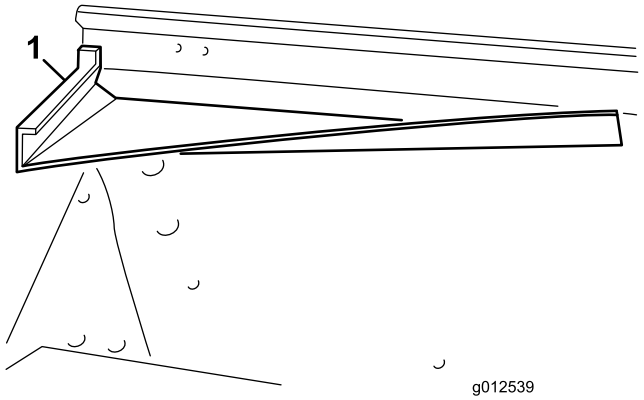
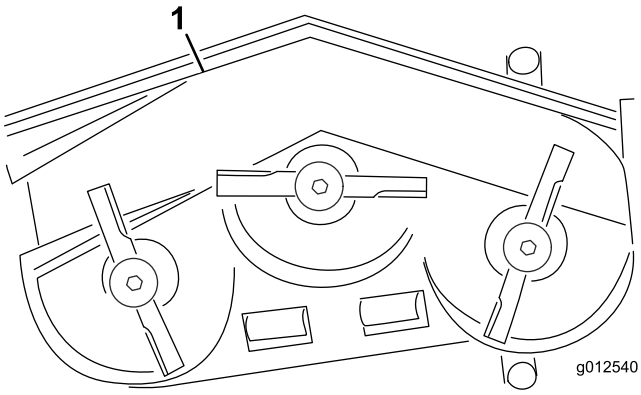
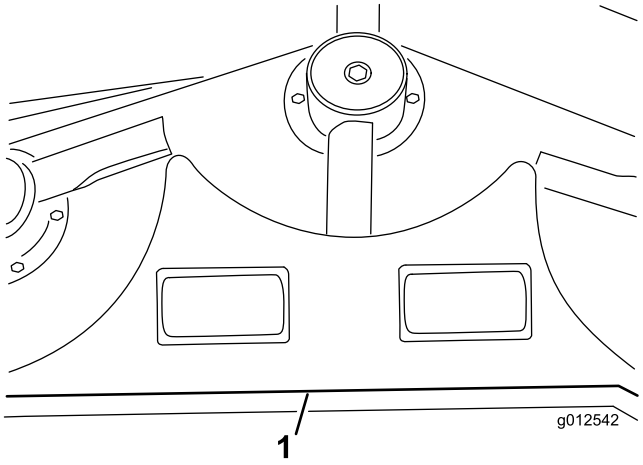
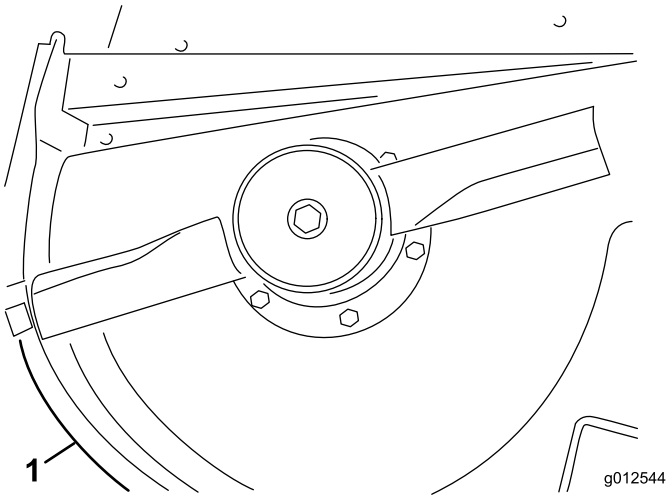

Figura 11
Figura 12
Figura 14
Figura 16
1. Insira o defletor frontal na plataforma, alinhando a extremidade do defletor com a extremidade da abertura de descarga (Figura 11 e Figura 12).
8. Utilizando os orifícios existentes, monte o resguardo traseiro com 4 parafusos (3/8 - 16 x 1 pol.) e anilhas de bloqueio (3/8 pol.) (Figura 14).
9. Alinhe o resguardo esquerdo com a extremidade esquerda do resguardo traseiro e a extremidade da plataforma (Figura 12 e Figura 14).
11. Alinhe o resguardo direito com a extremidade direita do resguardo traseiro e a extremidade da plataforma (Figura 12 e Figura 16). Utilizando o resguardo esquerdo como modelo, localize, marque e fure três orifícios com 9/32 pol. de diâmetro na plataforma.